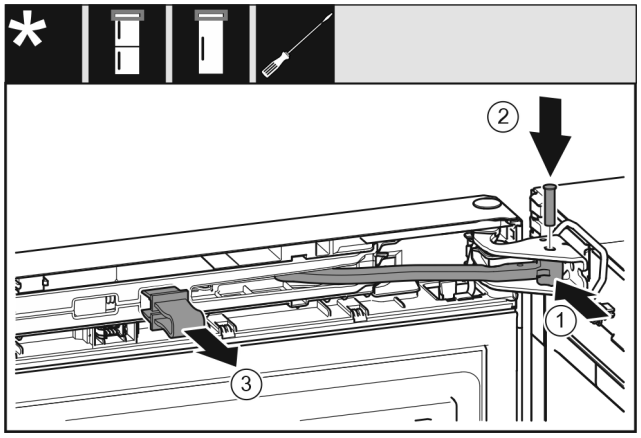

Fig. 45
- ▶ Scharnier *Fig. 45 (1)* in het lagerbok draaien.
- ▶ Bouten *Fig. 45 (2)* in het lagerbok en scharnier steken. Let hierbij op dat het vergrendelingslipje juist in de groef zit.
- ▶ Beveiliging *Fig. 45 (3)* wegnemen.